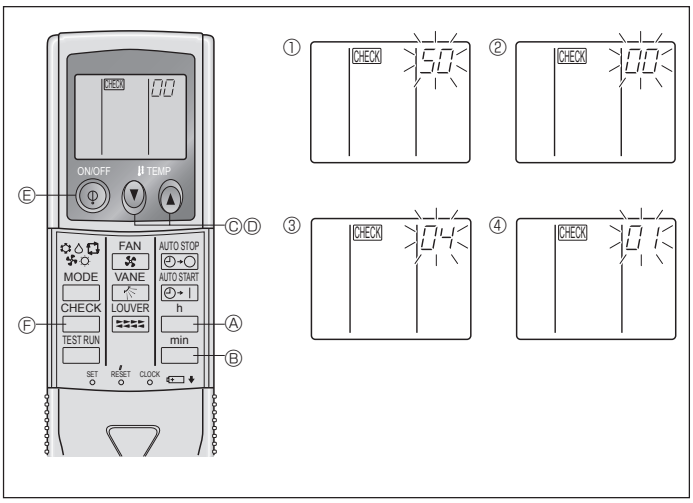

Fig. 6-10
2) Para el controlador remoto inalámbrico por infrarrojos (Fig. 6-10)